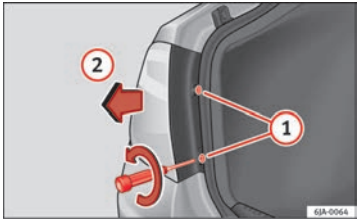

Fig. 156 Remove rear light unit from side panel
– Take the screwdriver or a Torx 20 key (T20) from the vehicle tool kit and loosen (turning anti-clockwise) and remove the two retaining screws that secure the front of the light ⇒ Fig. 156 (1), taking care not to lose them.
– Pull the rear light unit backwards (⇒ Fig. 156 (2)) to remove the light from its housing. ■